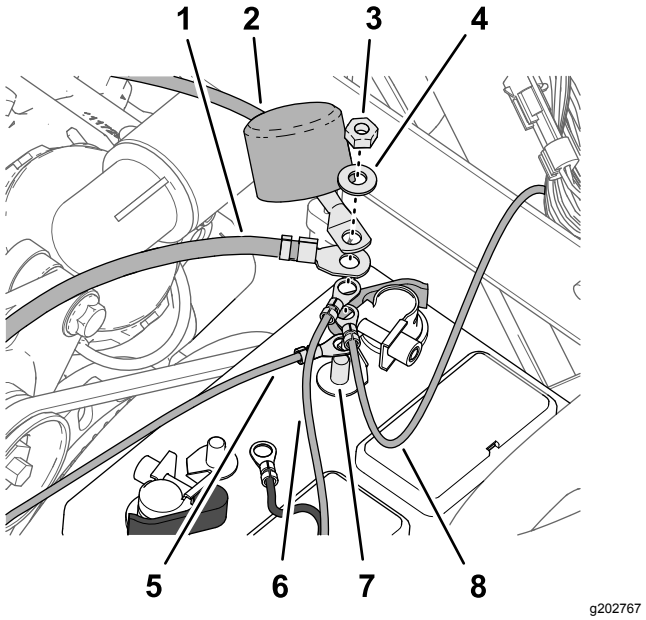

Figur 211
2. Monter følgende lednings- og kabelklemmer på gjengestangen til den positive batteriklemmen (Figur 211) i følgende rekkefølge:
4. Innrett isolatordekselet på den positive batterikabelen til startermotoren over gjengestangen Figur 211.